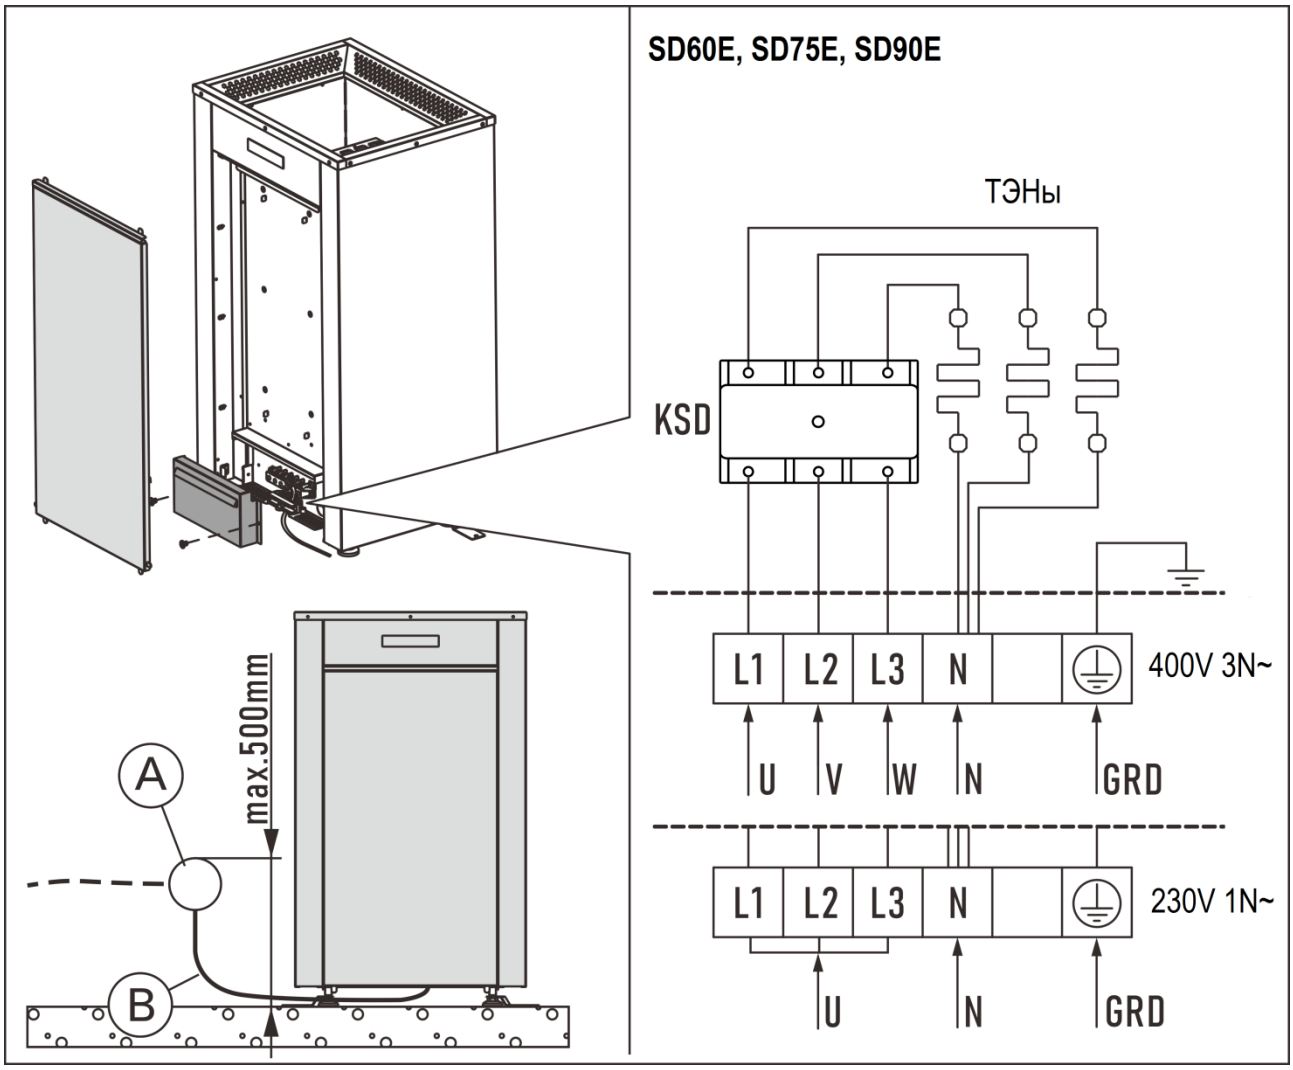

Рисунок 7. Подключение каменок Space
- Коробка подключения каменки гибким кабелем подсоединяется к соединительной коробке (Рисунок 7, А) на стене сауны. Соединительная коробка должна быть брызгозащищенной и находиться на расстоянии не выше 500 мм от пола.
- В качестве кабеля (Рисунок 7, В) следует использовать резиновый кабель типа H07RN-F или подобный.